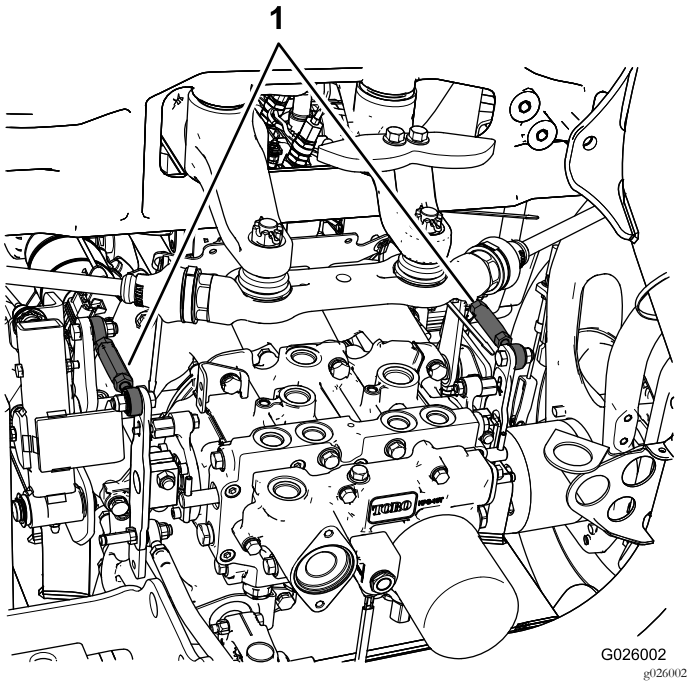

Figura 9
- Se o pneu traseiro esquerdo estiver rodar, desaperte as porcas de bloqueio na barra de controlo da transmissão do lado esquerdo (Figura 9).